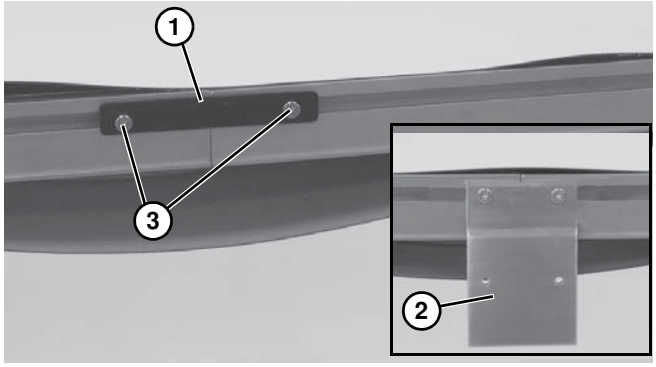

Figure 8
4. Joindre les sections du convoyeur et installer les plaques de connexion **(Figure 8, élément 1)** ou les supports de montage et de connexion **(Figure 8, élément 2)** et les vis **(Figure 8, élément 3)** des deux côtés comme illustré. Serrer au couple de 7 N.m.